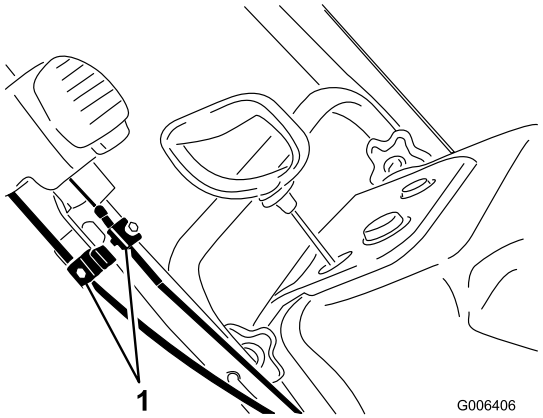

Figur 38
1. Løsne de to Quick Shoot-styringskabelklemmene (Figur 38).